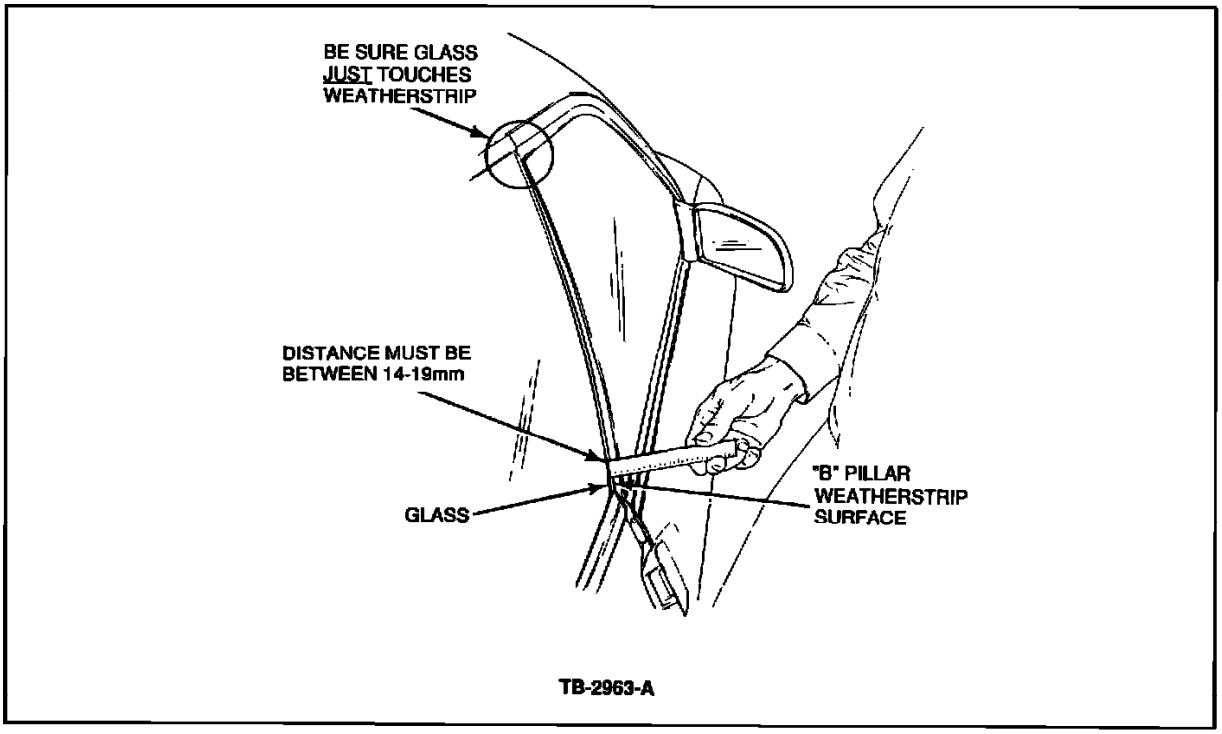

Figure 3
b. Measure the distance between the "B" pillar weatherstrip surface and the outside of the glass. See Figure 3. This distance must be